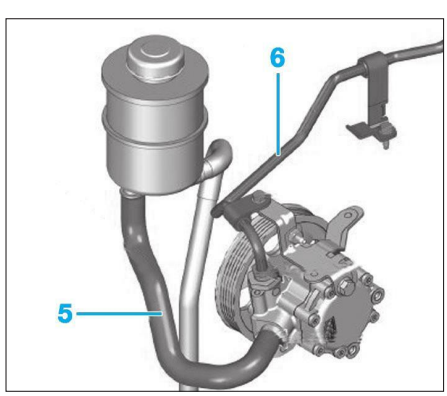
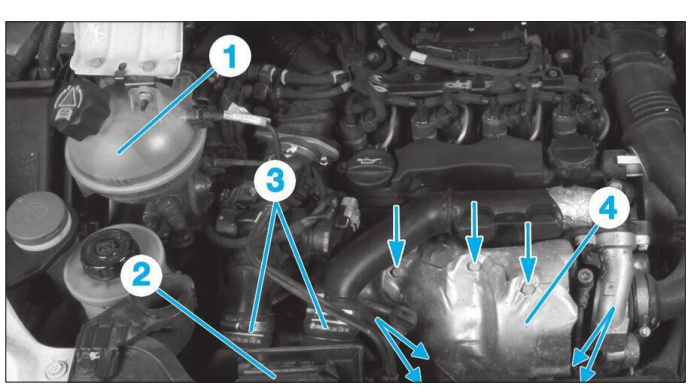
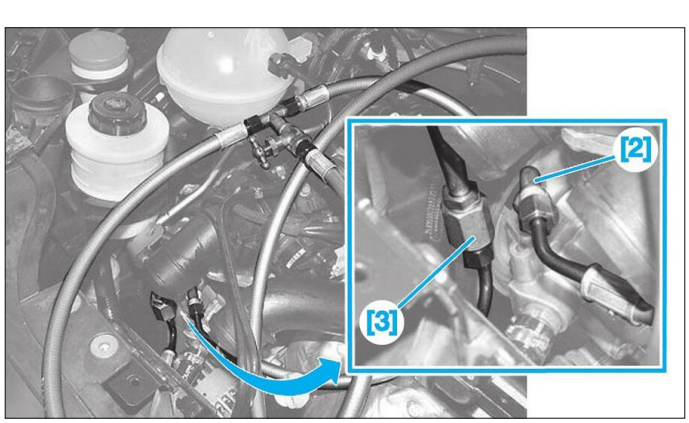

**Fig. 17**
**Fig. 16**
**Fig. 23**
- le vase d'expansion (1) **(Fig.16)**,
- la boîtier relais (2).
- les manchons (3),
- l'écran thermique (4) du collecteur d'échappement.
• Mettre en place un pince durit sur la canalisation d'alimentation basse pression (5) de la pompe de direction assistée **(Fig.17)**.
• Desserrer la canalisation haute pression (6) d'assistance de direction.
• Déposer les manchons (3).
• Desserrer et désaccoupler la canalisation haute pression (6) d'assistance de direction.
• Visser le raccord [2] sur la pompe de direction assistée et le raccord [3] sur la canalisation haute pression **(Fig.23)**.